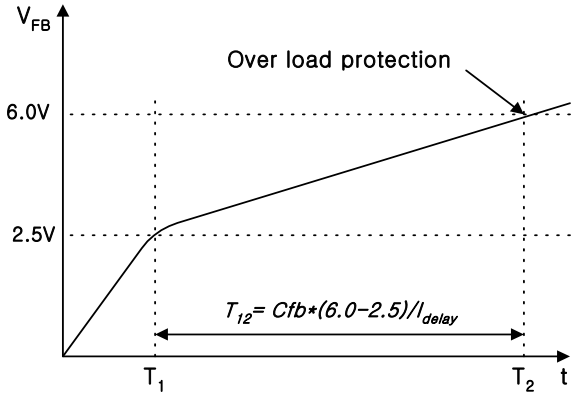

Figure 7. Over load protection
3.1 Over Load Protection (OLP) : Overload is defined as the load current exceeding a pre-set level due to an unexpected event. In this situation, the protection circuit should be activated in order to protect the SMPS. However, even when the SMPS is in the normal operation, the over load protection circuit can be activated during the load transition. In order to avoid this undesired operation, the over load protection circuit is designed to be activated after a specified time to determine whether it is a transient situation or an overload situation. Because of the pulse-by-pulse current limit capability, the maximum peak current through the Sense FET is limited, and therefore the maximum input power is restricted with a given input voltage. If the output consumes beyond this maximum power, the output voltage (Vo) decreases below the set voltage. This reduces the current through the opto-coupler LED, which also reduces the opto-coupler transistor current, thus increasing the feedback voltage (Vfb). If Vfb exceeds 2.5V, D1 is blocked and the 3.5uA current source starts to charge C_B slowly up to Vcc. In this condition, Vfb continues increasing until it reaches 6V, when the switching operation is terminated as shown in Figure 7. The delay time for shutdown is the time required to charge C_B from 2.5V to 6.0V with 3.5uA. In general, a 10 ~ 50 ms delay time is typical for most applications.